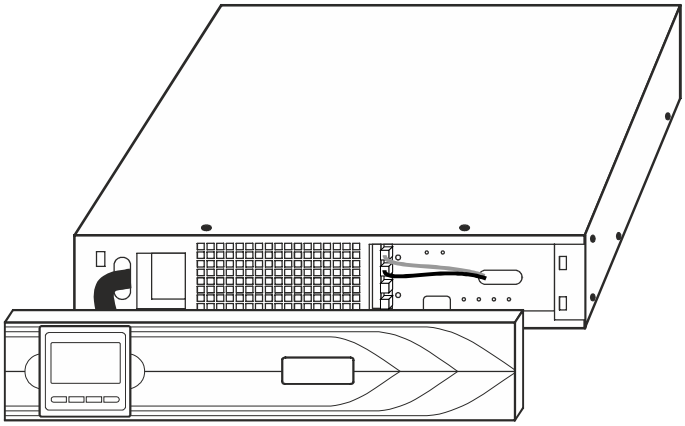

Рисунок 15 – Коммутация батарейного отсека
- Отсоедините разъем АКБ батарейного отсека (см. рисунок 15);